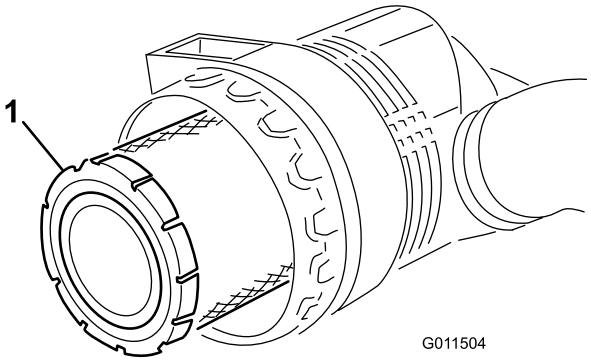
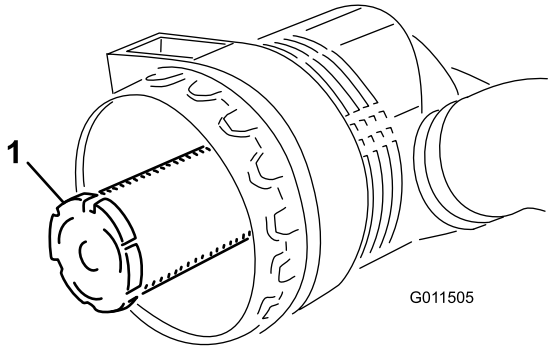

Figur 49
Figur 50
3. Ta bort huvudfiltret (Figur 49). Vi rekommenderar inte att du rengör det använda filtret eftersom det då finns risk för att filtret skadas. Undersök om det nya filtret har några transportskador genom att kontrollera filtrets förseglade ände och själva filtret. Använd inte ett skadat filter. Ta **inte** bort säkerhetsfiltret (Figur 50).
Viktigt: Försök aldrig att rengöra säkerhetsfiltret (Figur 50). Byt ut säkerhetsfiltret mot ett nytt var tredje gång huvudfiltret servas.
4. Sätt tillbaka huvudfiltret (Figur 49).